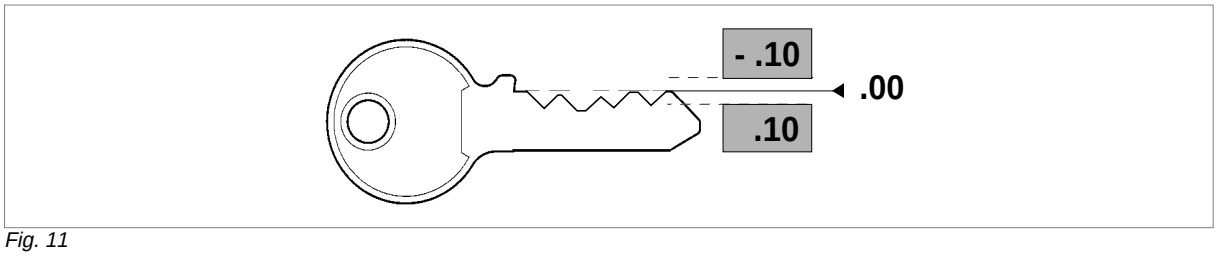

Fig. 11
0 key: press for about 1 second to zero the tracer point position. E.g. if the machine has already been gauged, but the cutting depth requires alteration (increasing or decreasing values), loosen the screw (J) and adjust the ring nut (O) The display will show the value (positive or negative), expressed in hundredths of a millimetre (or thousandths of an inch) (fig.11); a mm scale goes to +/- .99 then passes to 1.00, when the value on the display will flash. The value can no longer be altered because such a big adjustment is not allowed.